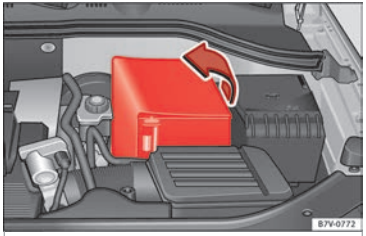

Fig. 250 In the engine compartment: lift off the cover from the vehicle's battery.
- *In the case of a cover:* fold the cover to one side to remove ››› **Fig. 250**.